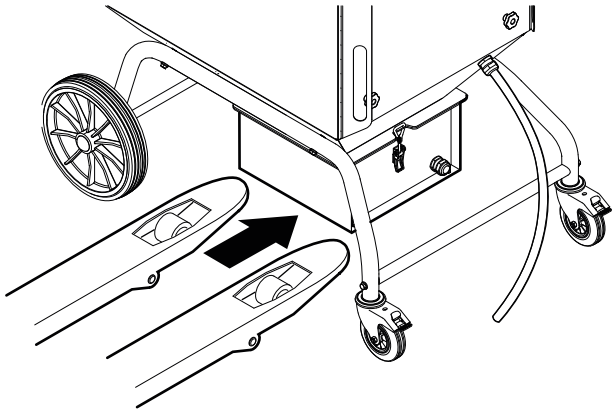

Fig. 26
1. Introduzca la transpaleta adecuada debajo del recipiente de polvo, consulte la **Fig. 26**.